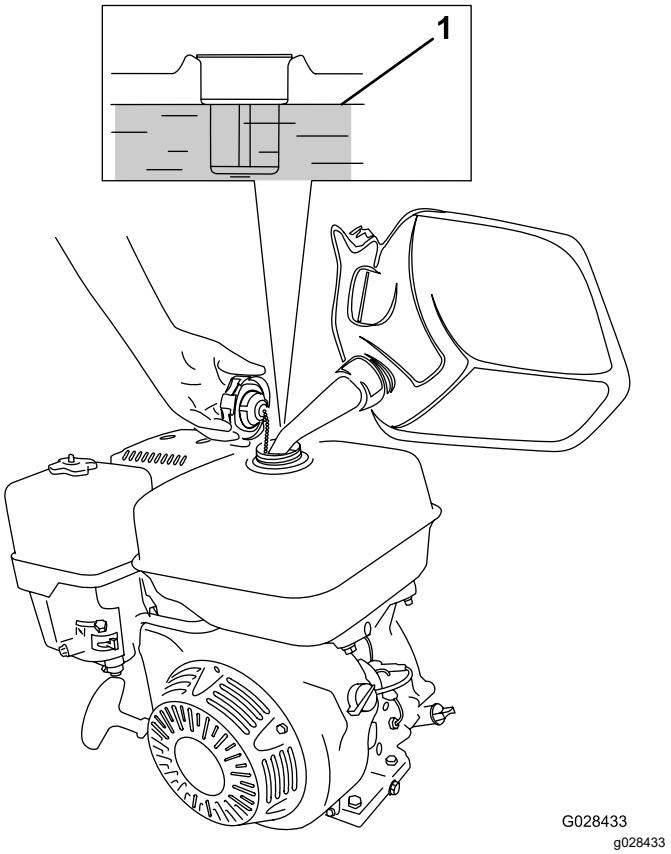

Рисунок 16
1. Очистите область вокруг крышки топливного бака и снимите крышку (Рисунок 16).